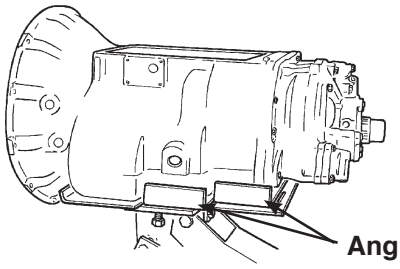

Figure 2
2. Close the control valve. Operate the pump handle to raise the boom and align the mounting plate with the transmission. See Figure 2.
4. Position the transmission on the mounting plate, resting against the angle plates as shown in Figure 2.